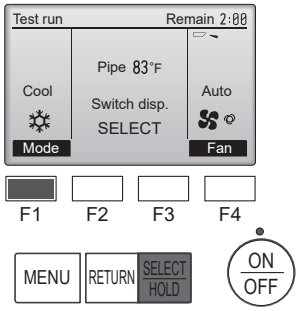

Fig. 7-3
① Appuyez sur la touche [F1] pour changer de mode de fonctionnement. (Fig. 7-3)